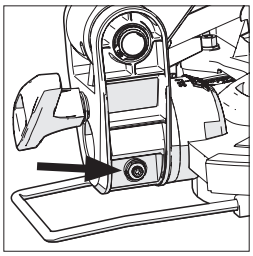

Fig. 11
- Utilice la llave hexagonal para apretar o aflojar el tornillo según sea necesario **(Fig. 11)**.